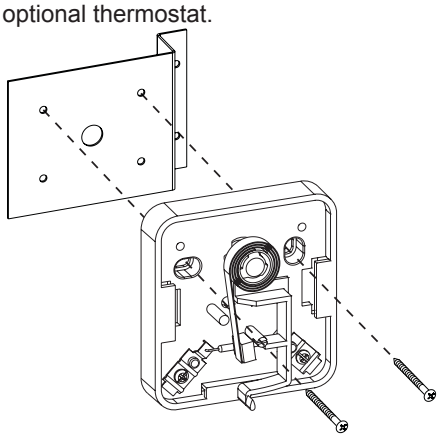

**Figure 6**
3. Attach thermostat to the bracket using the two (2) screws provided. See Figure 6. Replace the front of the thermostat.